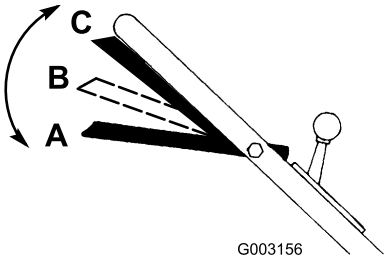

Figur 15
1. Håll knivstyrstången i läget A (Figur 15).
2. För knivstyrstången åt höger och höj den till läge B för att koppla in kniven (Figur 15).
3. Tryck knivstyrstången mot handtaget till läge C för att köra framåt (Figur 15).